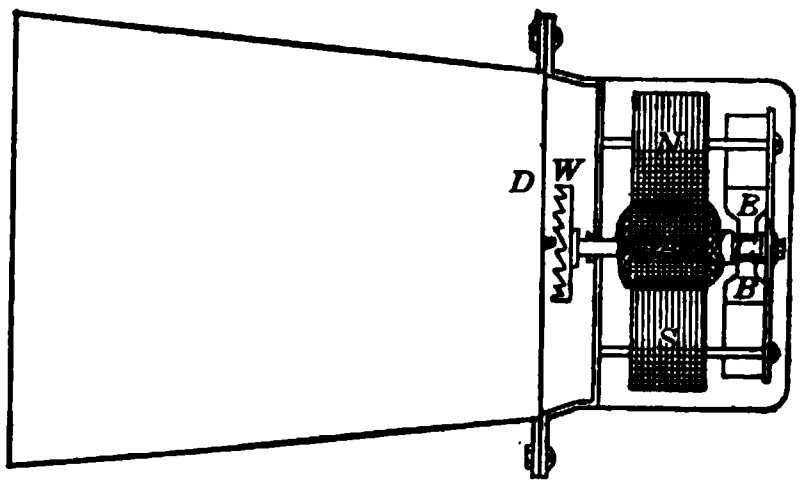

Fig. 478. A common form of automobile horn.
10. Explain how sound is produced by the form of automobile horn shown in figure 478.